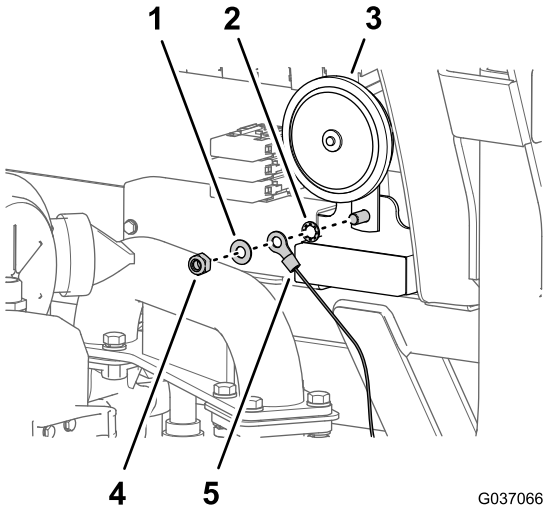

Figuur 33
1. Verwijder achteraan het schot de borgmoer en ring waarmee de claxon bevestigd is aan de elektrische plaat (Figuur 33).
2. Monteer de borgmoer, de ring, het ringcontact van de relaiskabelboom en de borgring op de bout (zie Figuur 33); draai de moer en bout vast met een torsie van 23 tot 28 N·m.